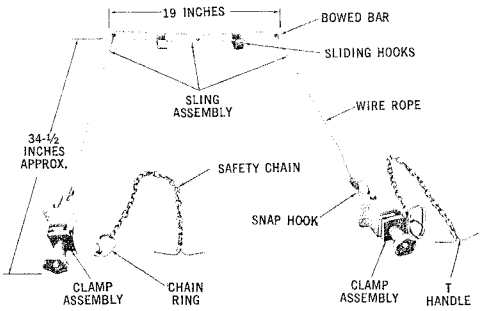

Fig. 15 — B Ladder Support
6.15 The ***B Ladder Support*** consists of a sling assembly and two clamp assemblies which are grooved to fit the strand. The clamps can be attached to the strand of either lashed or ring-supported cables, without disturbing the cable. The clamps are equipped with safety chains to prevent them from falling in the event of accidental disengagement. The sling assembly consists of a bowed bar equipped with two sliding hooks and two wire ropes, one at each end of the bar. Each wire rope terminates in a snap hook which connects the rope to a clamp assembly. The B Ladder Support is shown in Fig. 15.